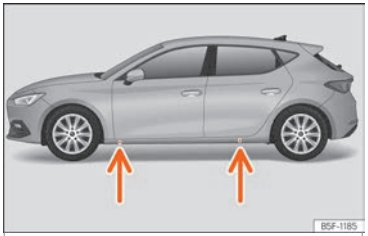

Fig. 45 Points de prise du cric.
- Recherchez sur le bas de caisse la marque du point d'appui du cric (zone renfoncée) le plus proche de la roue à changer ››› **fig. 45**.